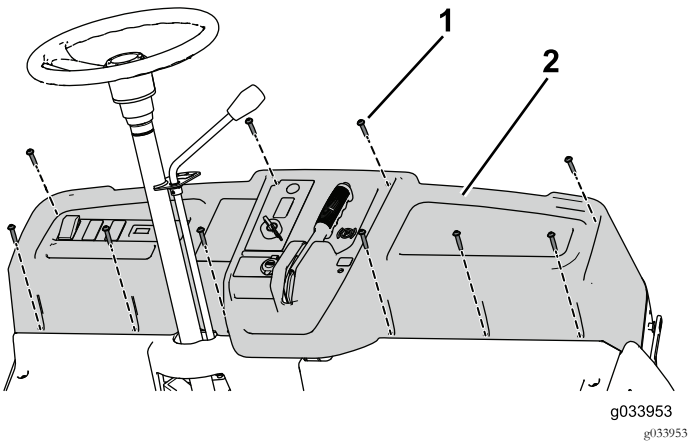

Figuur 80
5. Gebruik de 10 schroeven (1/4 x 1-1/4 inch) om het dashboard te bevestigen aan de machine (Figuur 80).